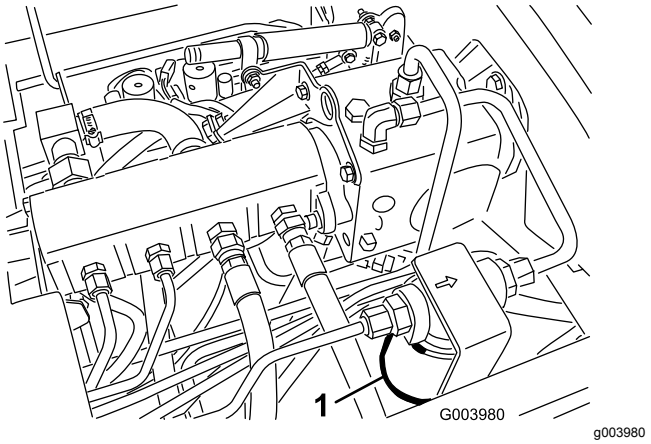
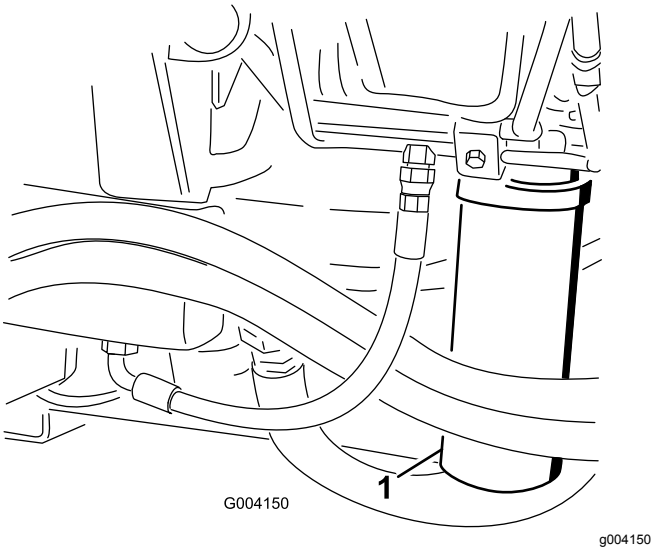

Figur 67
Figur 68
2. Rengör området där filtret ska monteras och sätt ett avtappningskärl under filtret i (Figur 67 och Figur 68).